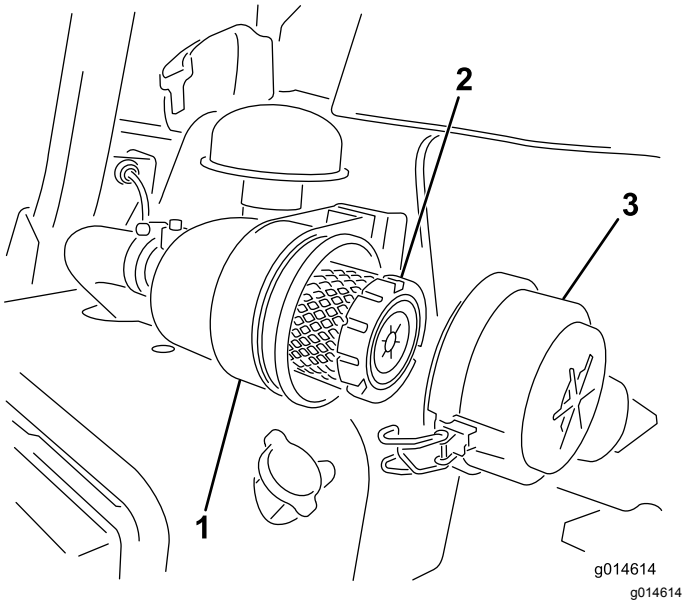

**Figuur 27**
1. Maak de sluitingen los waarmee het deksel van het luchtfilter is bevestigd aan het luchtfilterhuis (Figuur 27).
7. Maak de sluitingen vast (Figuur 27).